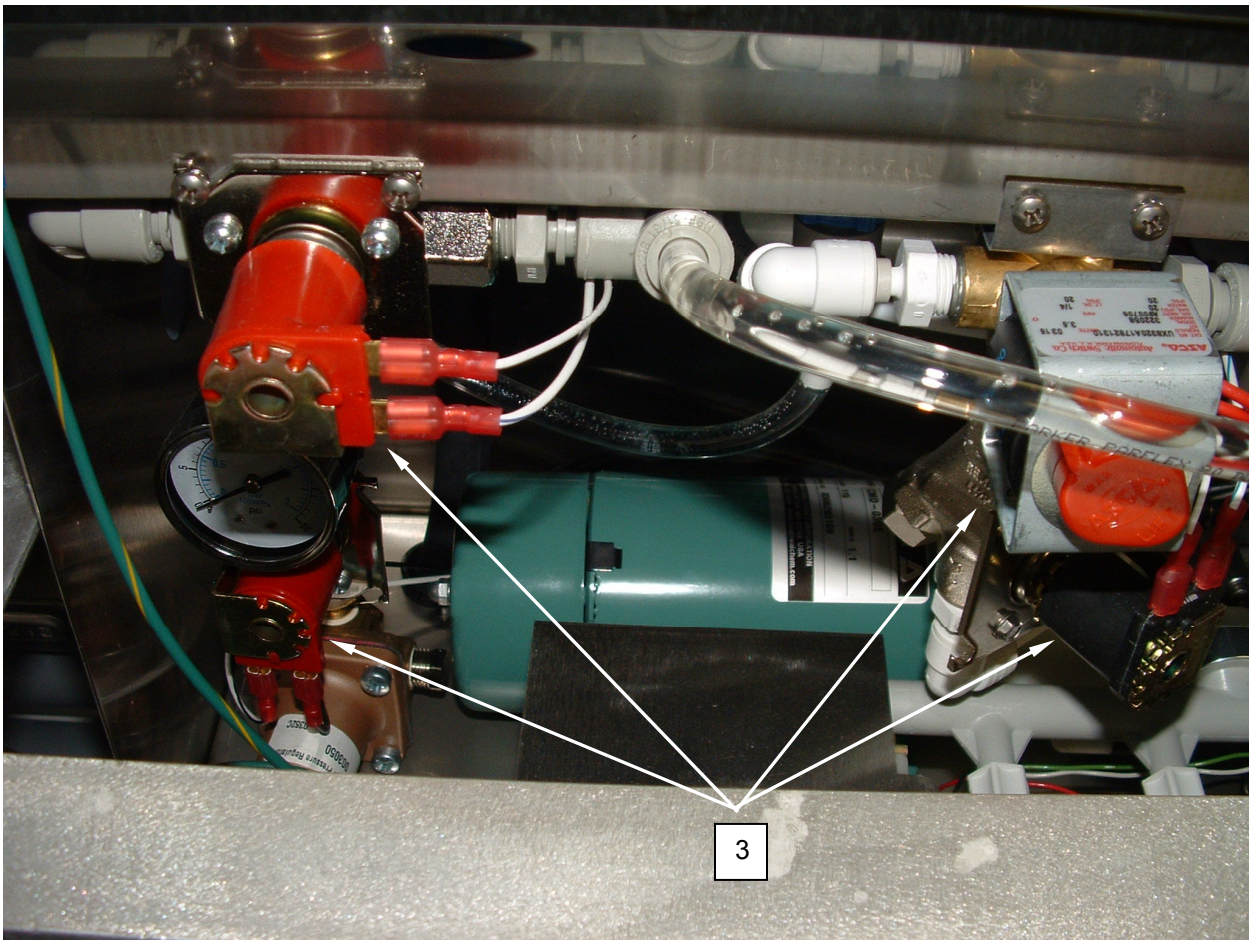

Figure 5. Replace the Solenoids.
2. Unlatch key lock and remove cover **(Figure 5, Item 2)**.
3. Tag and disconnect the wiring from the solenoid **(Figure 5, Item 3)**, and remove the solenoid.
4. Tag and disconnect the solenoid **(Figure 5, Item 3)** water connections.
5. Remove the screws retaining the solenoid **(Figure 5, Item 3)**, and withdraw the solenoid from the automatic soap dispenser housing.
6. Install the solenoid **(Figure 5, Item 3)** into the automatic soap dispenser housing.
7. Connect the solenoid **(Figure 5, Item 3)** water connections as tagged.
8. Connect the wiring to the replacement solenoid **(Figure 5, Item 3)** as tagged.
9. Secure the solenoid **(Figure 5, Item 3)** to the automatic soap dispenser housing with screws.